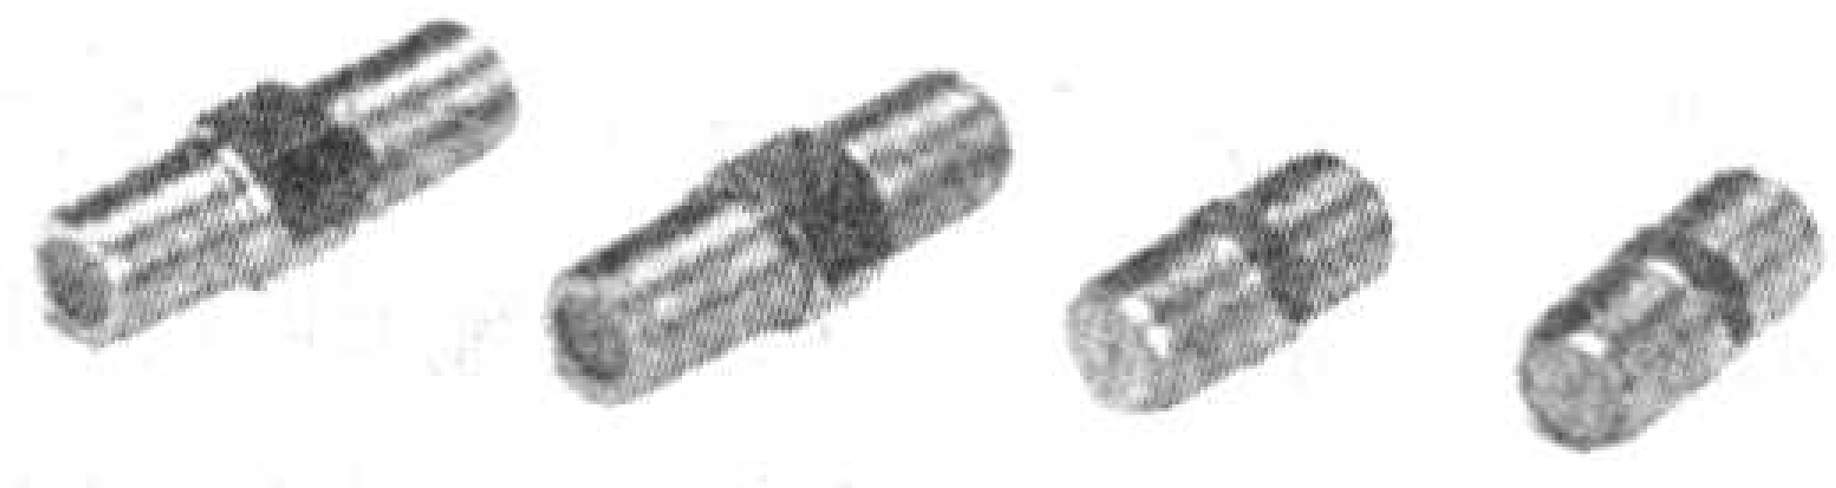

图20
2.双阴式 当电缆长度不够或有断节时，可用该接头进行连接（图20）。